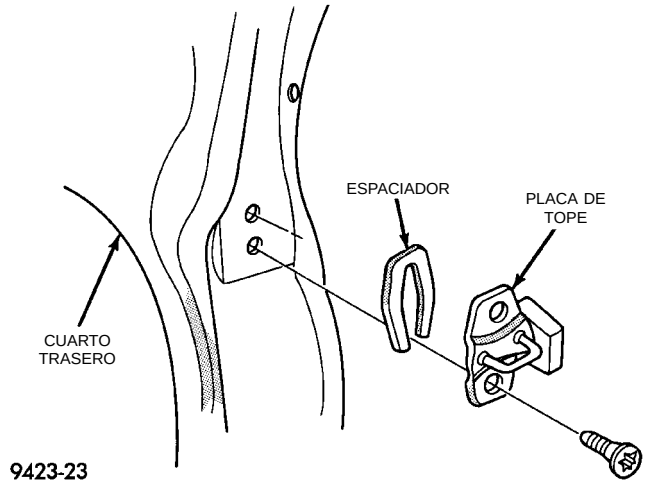

Fig. 51 Placa de tope del pestillo de la puerta trasera
(1) Marque el contorno de la placa de tope del pestillo de la puerta en el parante B para facilitar la instalación.
(2) Retire los tornillos que sujetan la placa de tope del pestillo de la puerta al parante B (Fig. 51).
(3) Separe la placa de tope del pestillo de la puerta del vehículo.